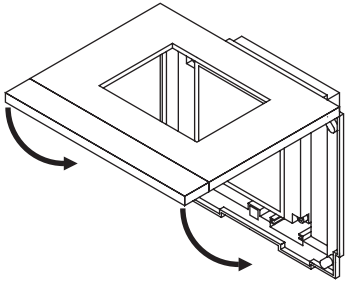

Fig. 65
4. Rahmen einhängen und mit beiliegender Schraube sichern (Fig. 65).